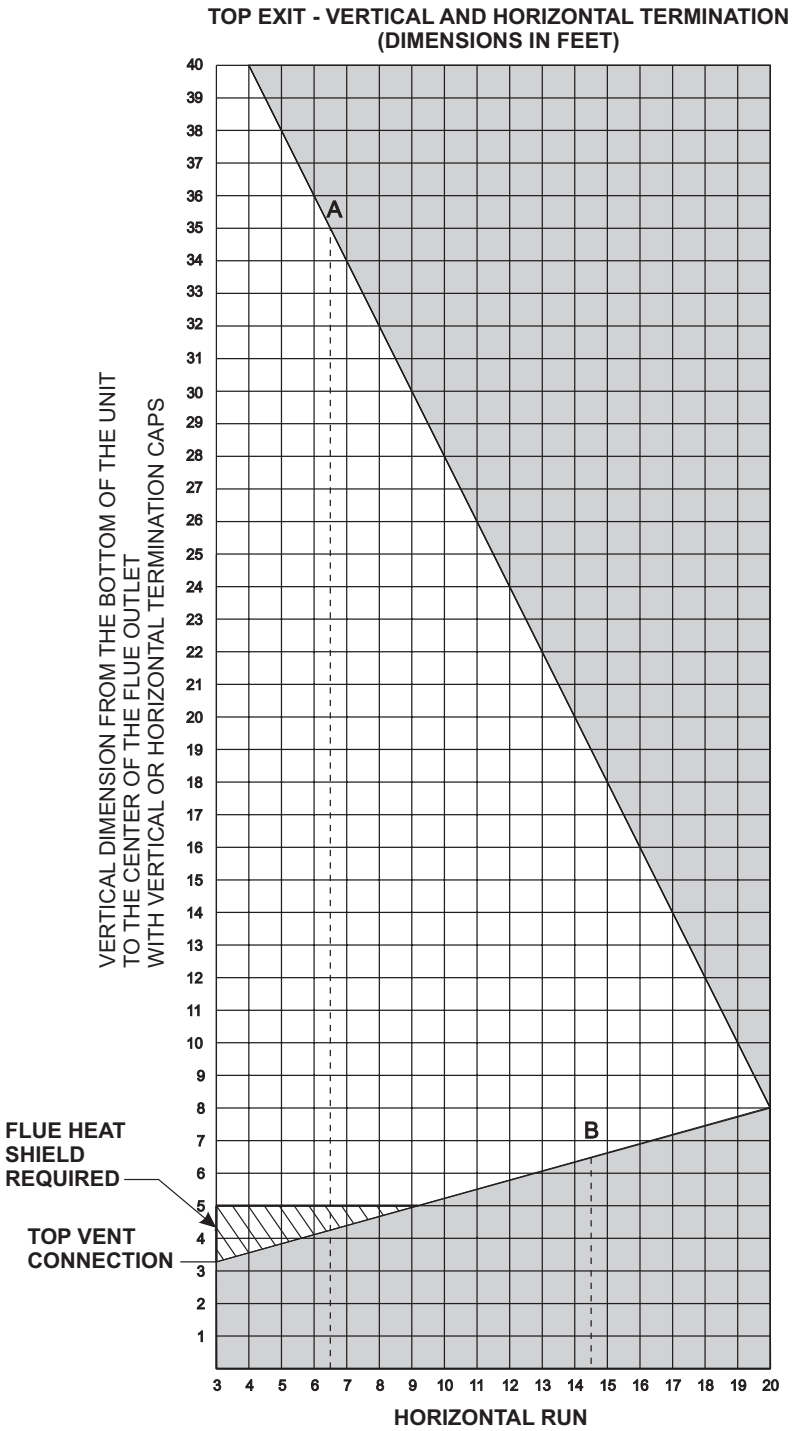

**Figure 17**
**To Use the Vent Graph (Figure 17)**
Attention: Refer to **Figure 17** for additional venting requirements.